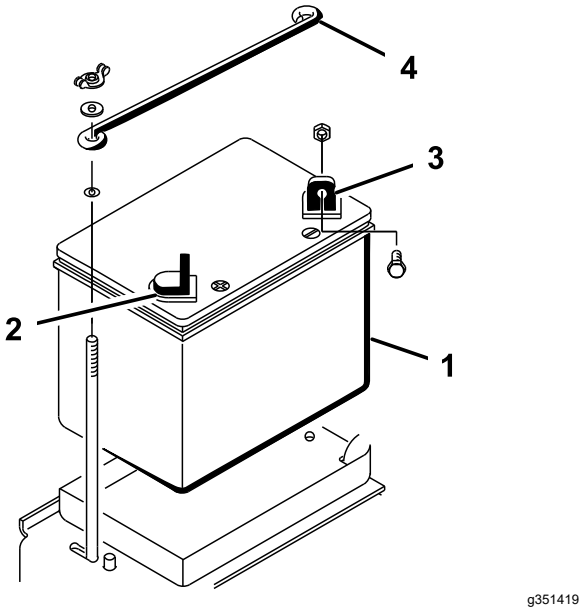

**Figur 5**
1. Sätt batteriet på plats i lådan bakom det högra hjulet med minuspolen riktad mot maskinens bakre del (Figur 5).